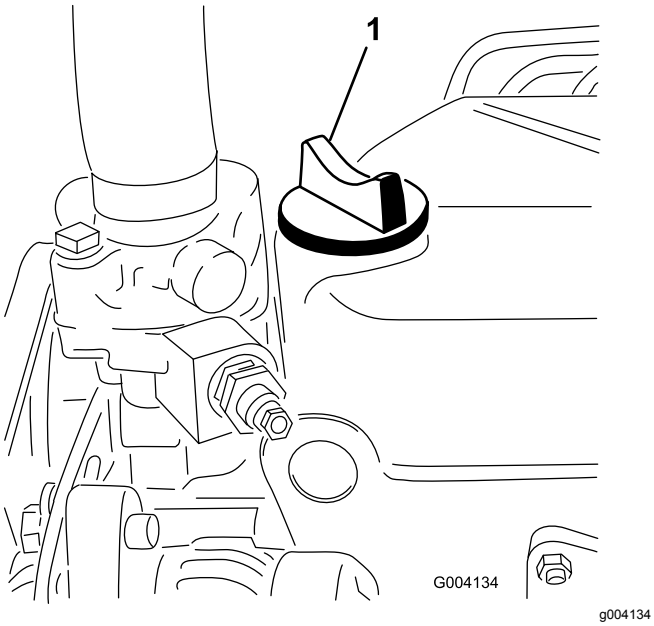

**Figuur 21**
5. Als het oliepeil beneden de Vol-markering staat, verwijdert u de vuldop (Figuur 21) en vult u bij met olie totdat het oliepeil de VOL-markering op de peilstok bereikt. **Niet te vol vullen**.